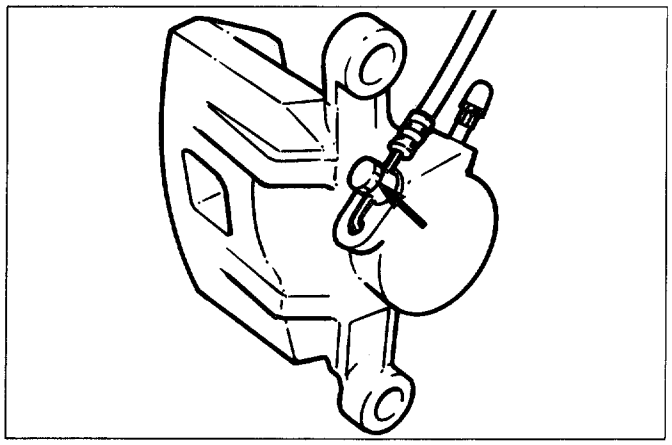

Fig. 5A2-41
3. **Lock bolt (Fig. 5A2-42)**